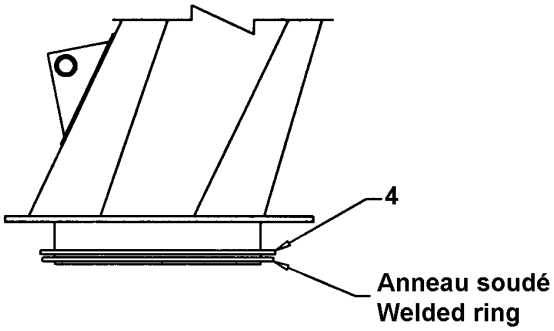

Figure 2b
1. Déposer un coussinet de rotation (item 4) sur le bâti, en prenant soin de positionner le joint du coussinet au centre du support soudé (item 3). Installer le deuxième coussinet tel qu'illustré sur la Figure 2b.
2. Déposer la chute sur le coussinet déjà en place sur le bâti. S' assurer que les joints des coussinets sont au centre du support soudé (item 3) et pousser la chute au fond du support (item 3).
3. Placer le support de chute (item 5) sur le bâti et insérer deux boulons 1/2" x 3 1/4" (item 9) afin de relier les deux supports ensemble. Pousser le support (item 5) jusqu'à ce que vous puissiez le fixer au bâti à l'aide des boulons 5/8" x 1 1/2" (item 6), les rondelles de blocage 5/8" (item 7) et les écrous 5/8" (item 8).